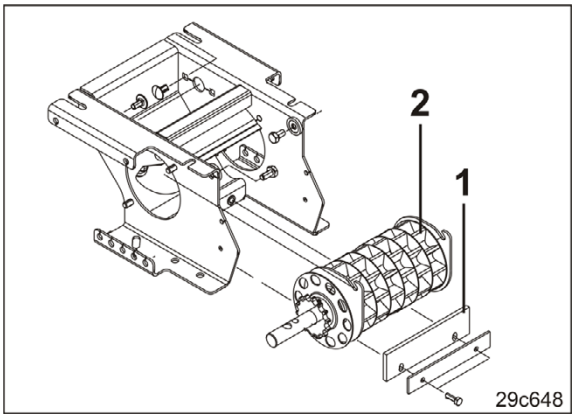

Fig. 185
- Eine defekte oder falsch eingestellte Dosierlippe (Fig. 185/1) führt zu Dosierfehlern.
Die Dosierlippe so einstellen, dass sie leicht anliegt an der Dosierwalze (Fig. 185/2).